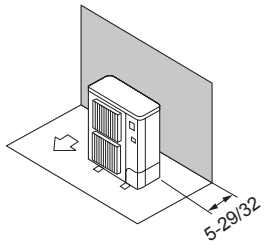

Fig. 2-5
① Obstáculos en la parte trasera (Fig. 2-5)